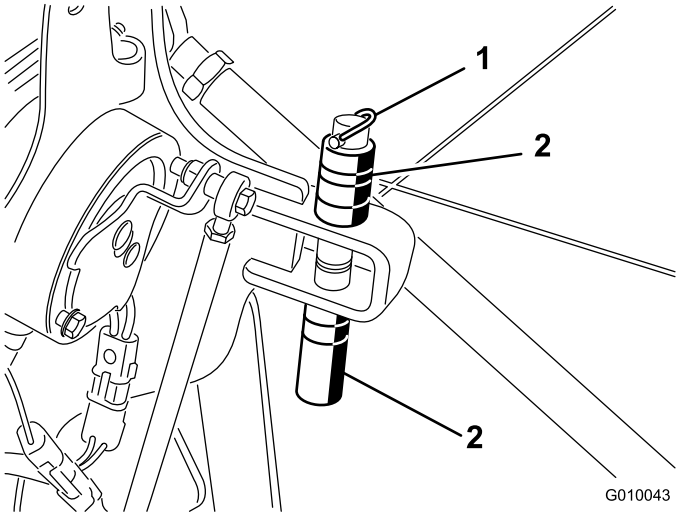

Figura 29
1. Retire o pino de sujeição que segura os espaçadores e os pinos de profundidade (Figura 29).